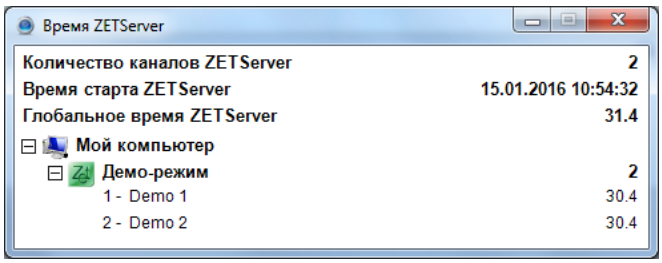

Рис. 4
- включить ПЭВМ и, дождавшись завершения загрузки операционной системы компьютера, запустить программное обеспечение ZETLAB, активировав соответствующий ярлык программы (расположенный на рабочем столе монитора), после чего на панели ZETLAB в меню «СЕРВИСНЫЕ» выбрать программу «Время ZETServer» (Рис. 4).